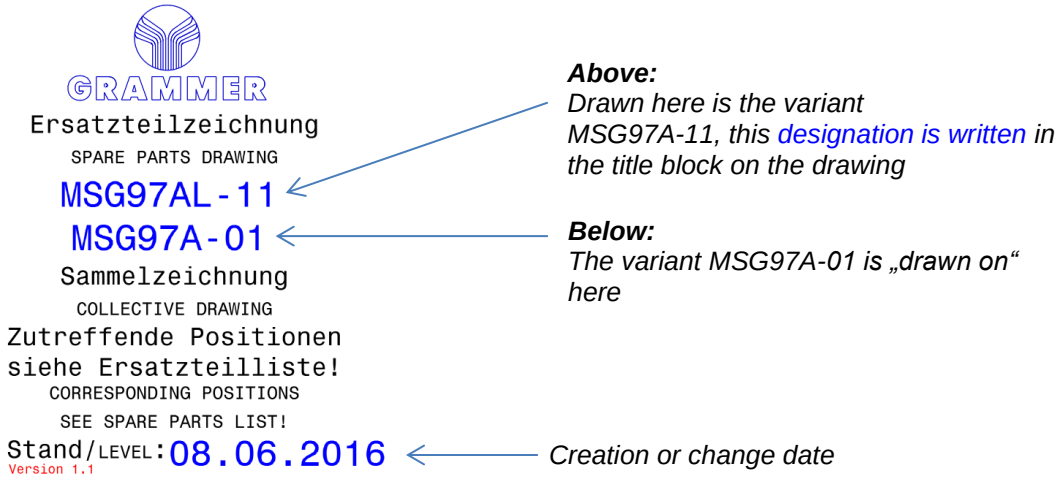

Figure 5.9.1
- Enter drawing number(s) *(see Figure 5.9.1)*.
- Enter validity period (see *Figure 5.9.1*) **ONLY** on drawings of the **Offroad** product range. Drawings of the **Truck** product range do **NOT** need these details since only one variant is represented per drawing!